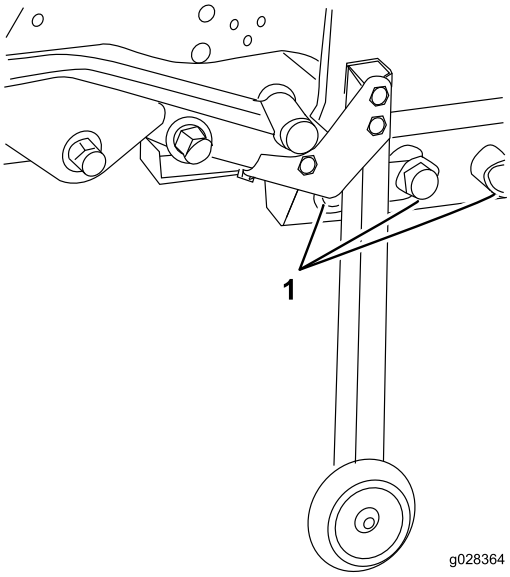

**Rysunek 85**
38. Ustaw ramę na odpowiednim miejscu letniej jednostki tnącej, przykręć pięć śrub (3/4 cala) z podkładkami i nakrętkami, aby połączyć ramę jednostki tnącej z ramą tylną (Rysunek 85).